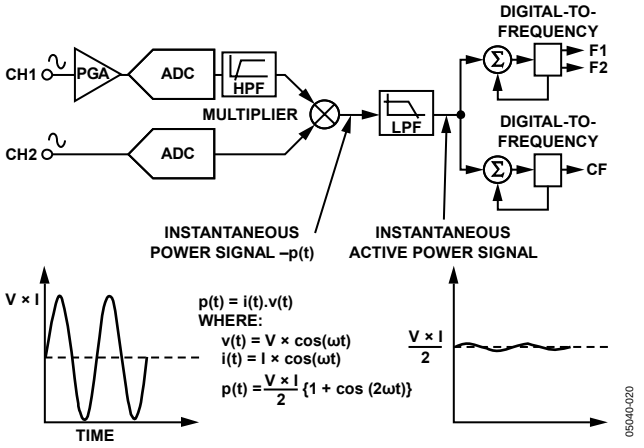

Figure 22. Signal Processing Block Diagram
The active power calculation is derived from the instantaneous power signal. The instantaneous power signal is generated by a direct multiplication of the current and voltage signals. To extract the active power component (dc component), the instantaneous power signal is low-pass filtered. Figure 22 illustrates the instantaneous active power signal and shows how the active power information can be extracted by low-pass filtering the instantaneous power signal. This scheme correctly calculates active power for nonsinusoidal current and voltage waveforms at all power factors. All signal processing is carried out in the digital domain for superior stability over temperature and time.
The pulse output calibration frequency (CF) is intended for use during calibration. The output pulse rate on CF can be up to 2048 times the pulse rate on F1 and F2. The lower the F_{1-4} frequency selected, the higher the CF scaling. Table 7 shows how the two frequencies are related, depending on the states of the logic inputs S0, S1, and SCF. Because of its relatively high pulse rate, the frequency at this logic output is proportional to the instantaneous active power. As with F1 and F2, the frequency is derived from the output of the low-pass filter after multiplication. However, because the output frequency is high, this active power information is accumulated over a much shorter time. Therefore, less averaging is carried out in the digital-to-frequency conversion. With much less averaging of the active power signal, the CF output is much more responsive to power fluctuations (see Figure 22).